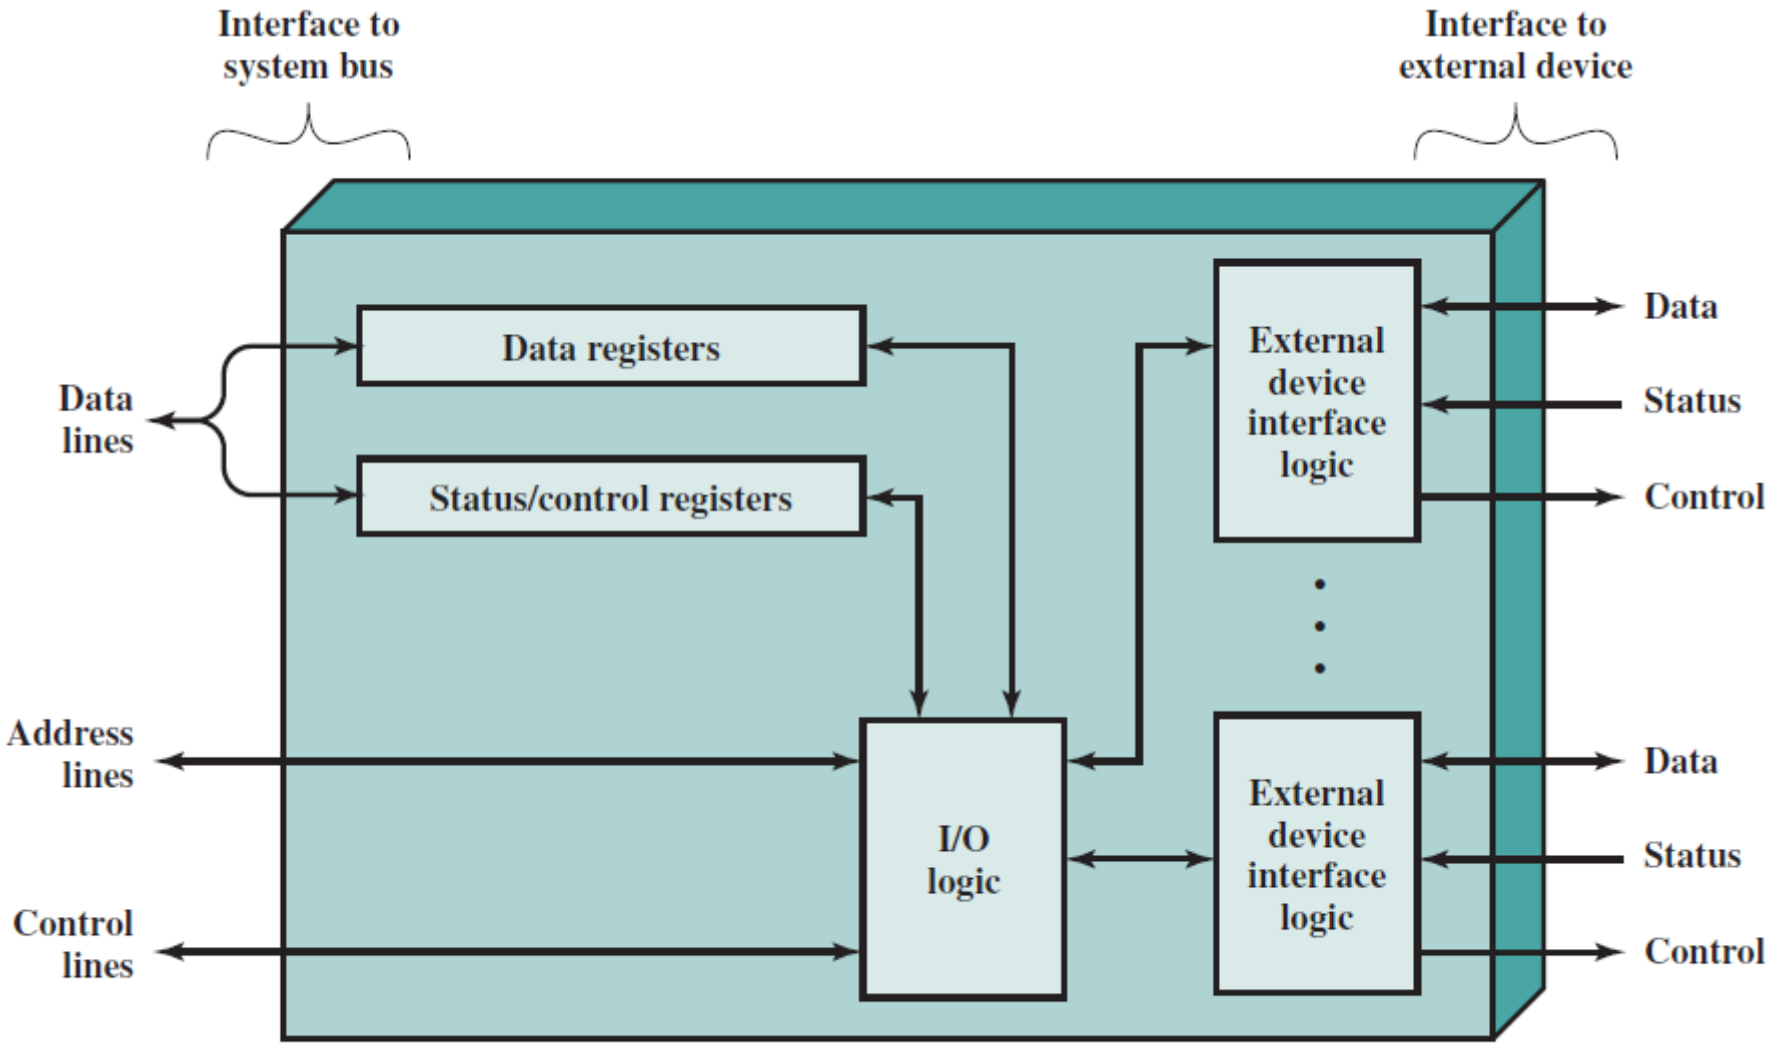

Figure 7.3 Block Diagram of an I/O Module
- Figure 7.3 provides a general block diagram of an I/O module.